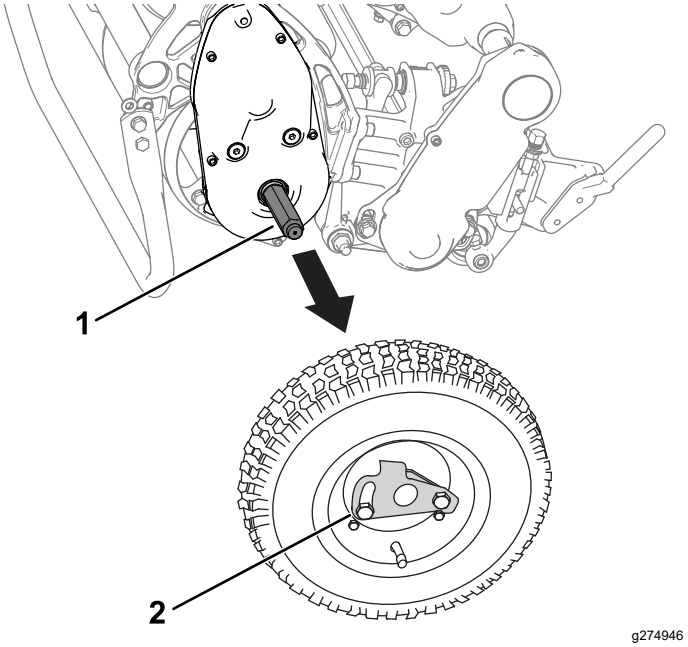

Rysunek 22
3. Zdejmij koła transportowe, wypychając zaciski blokujące koła z osi (Rysunek 22).